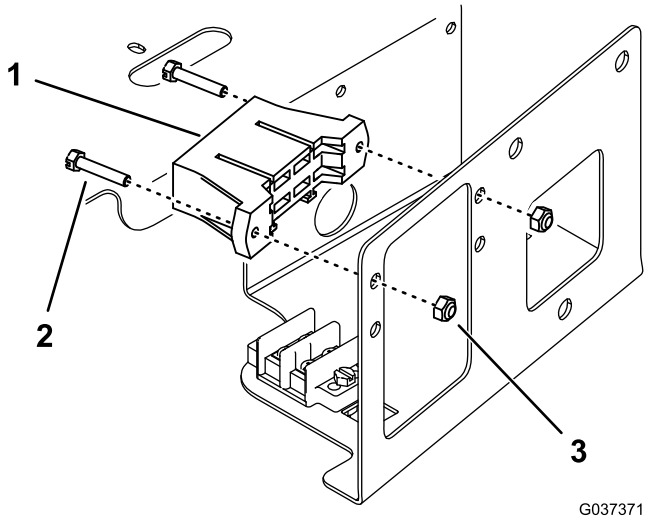

Figure 4
4. Mount the fuse block to the side of the compartment, above the existing fuse block, with 2 screws and 2 locknuts (Figure 4).